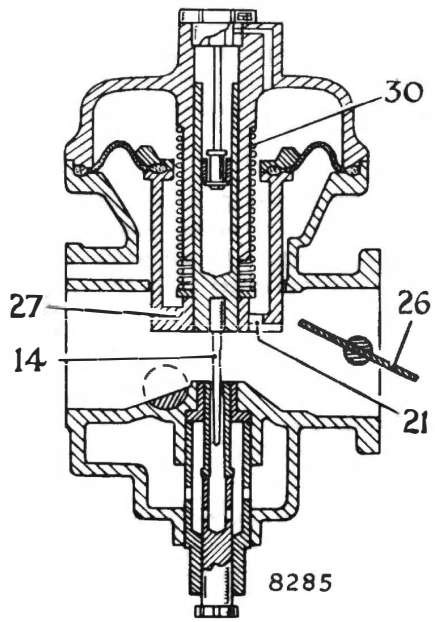
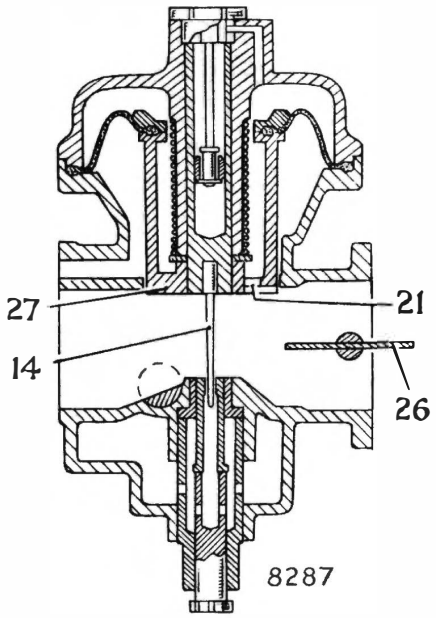

Fig. 6. *Part throttle operation — moderate engine speeds*
Fig. 8. *Full throttle operation — high engine speed*
before, and to "float" in its, maximum lift position shown in Fig. 8 IF THE ENGINE SPEED CONTINUES TO RISE. Figs. 6, 7 and 8 show the approximate positions taken by the air valve piston (27) for part throttle opening at moderate engine speed, full throttle opening at low engine speed, and full throttle opening at high engine speed. From these illustrations it can be seen that the air valve piston position is dependent upon the amount (weight) of air that the engine can draw through the throttle opening, and that a high air speed and almost constant depression will always exist at the fuel discharge annulus where the needle enters the jet.